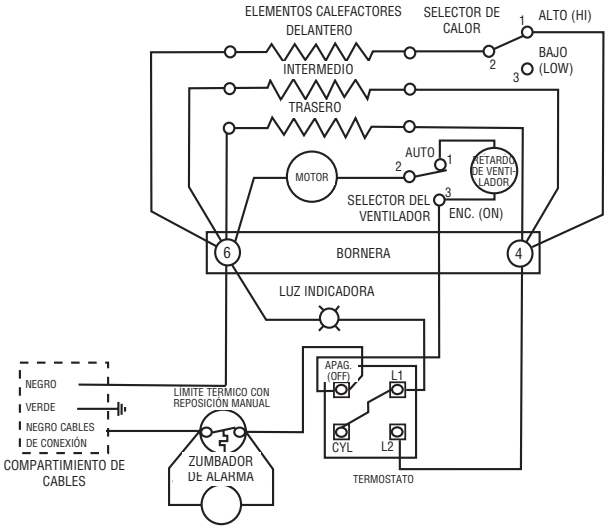

Figura 5 - Diagrama de conexionado
3. Conecte el cableado del sitio a los cables del calefactor, como se muestra en la Figura 5 - Diagrama de conexionado.